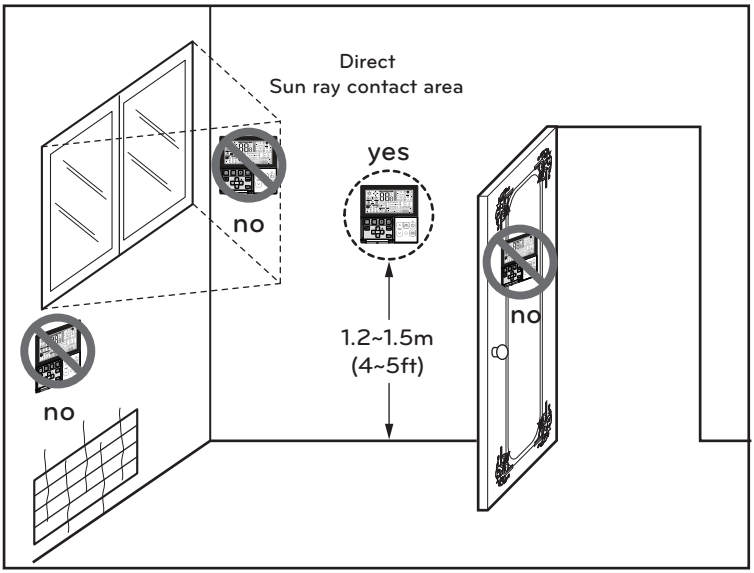

Figure 5 Typical locations for remote controller
- This remote controller is equipped with a seven segment LED. display. For proper display of the remote controller LED's, the remote controller should be installed properly as shown in Fig.5. (The standard height is 1.2~1.5m(4~5ft) from floor level.)